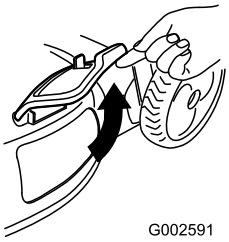

Figur 27
2. Løft opp sideutslippsluken (Figur 27).